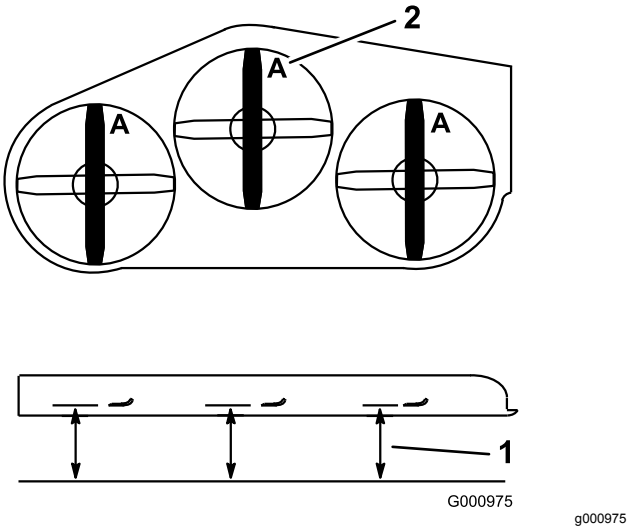

Figuur 100
3. Draai de messen totdat de uiteinden in de lengterichting liggen (Figuur 100).
4. Meet de afstand tussen een horizontaal oppervlak en de snijrand, positie **A**, van de messen (Figuur 100).